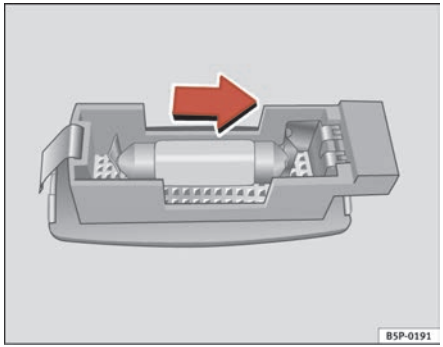

Fig. 202 Removing sunroof light
– Carefully remove the lamp, using the flat side of the screwdriver, as shown in the figure ⇒ fig. 202.
– Remove the lamp, moving it in the direction of the arrow and outwards ⇒ fig. 202. ■